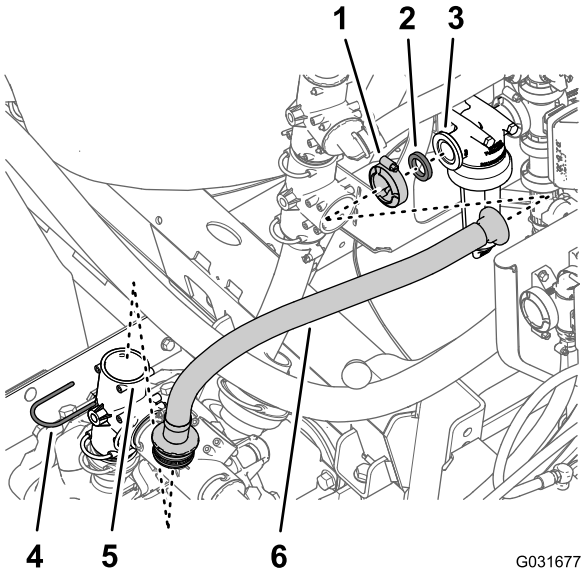

Figur 215
1. Fjern holderen, der holder den lige fitting med modhager på forsyningsslangen fast på T-fittingen på sprøjtepumpen, og fjern den lige fitting fra T-fittingen (Figur 215).
2. Fjern flangeklemmen, der fastgør forsyningsslangen og pakningen til flangen på filterhovedet, og afmonter slangen fra maskinen (Figur 215).